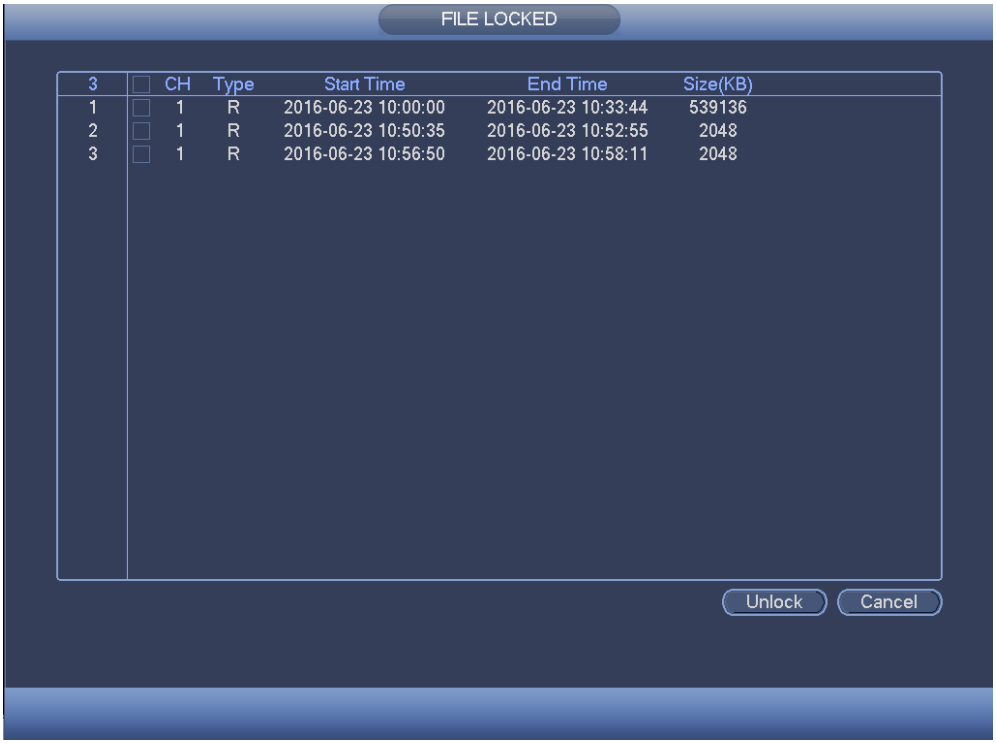

Figure 4-109
- Period: Click set button, you can see an interface is shown as in Figure 4-109. Here you can set motion detect period. System only enables motion detect operation in the specified periods. It is not for video loss or the tampering. There are two ways for you to set periods. Please note system only supports 6 periods in one day.
✧ In Figure 4-109, Select icon of several dates, all checked items can be edited together. Now the icon is shown as . Click to delete a record type from one period.
✧ In Figure 4-109. Click button after one date or a holiday, you can see an interface shown as in Figure 4-110. There are four record types: regular, motion detection (MD), Alarm, MD & alarm.